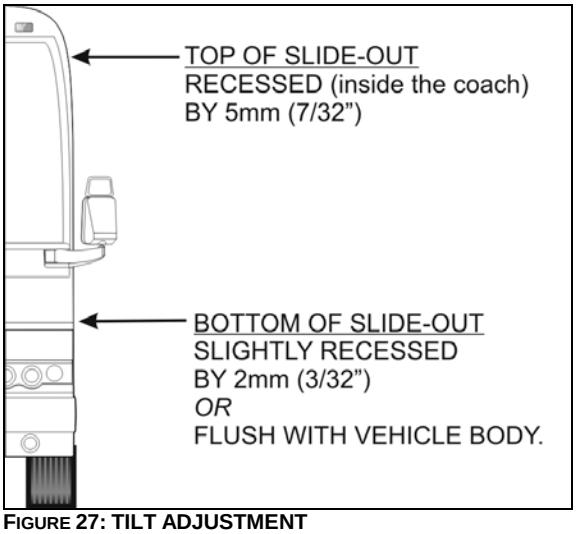

**FIGURE 27: TILT ADJUSTMENT**
5. Using leveling screw 3, adjust the tilt in order to have the top of the slide-out recessed by 5mm (7/32") (see Figure 27).